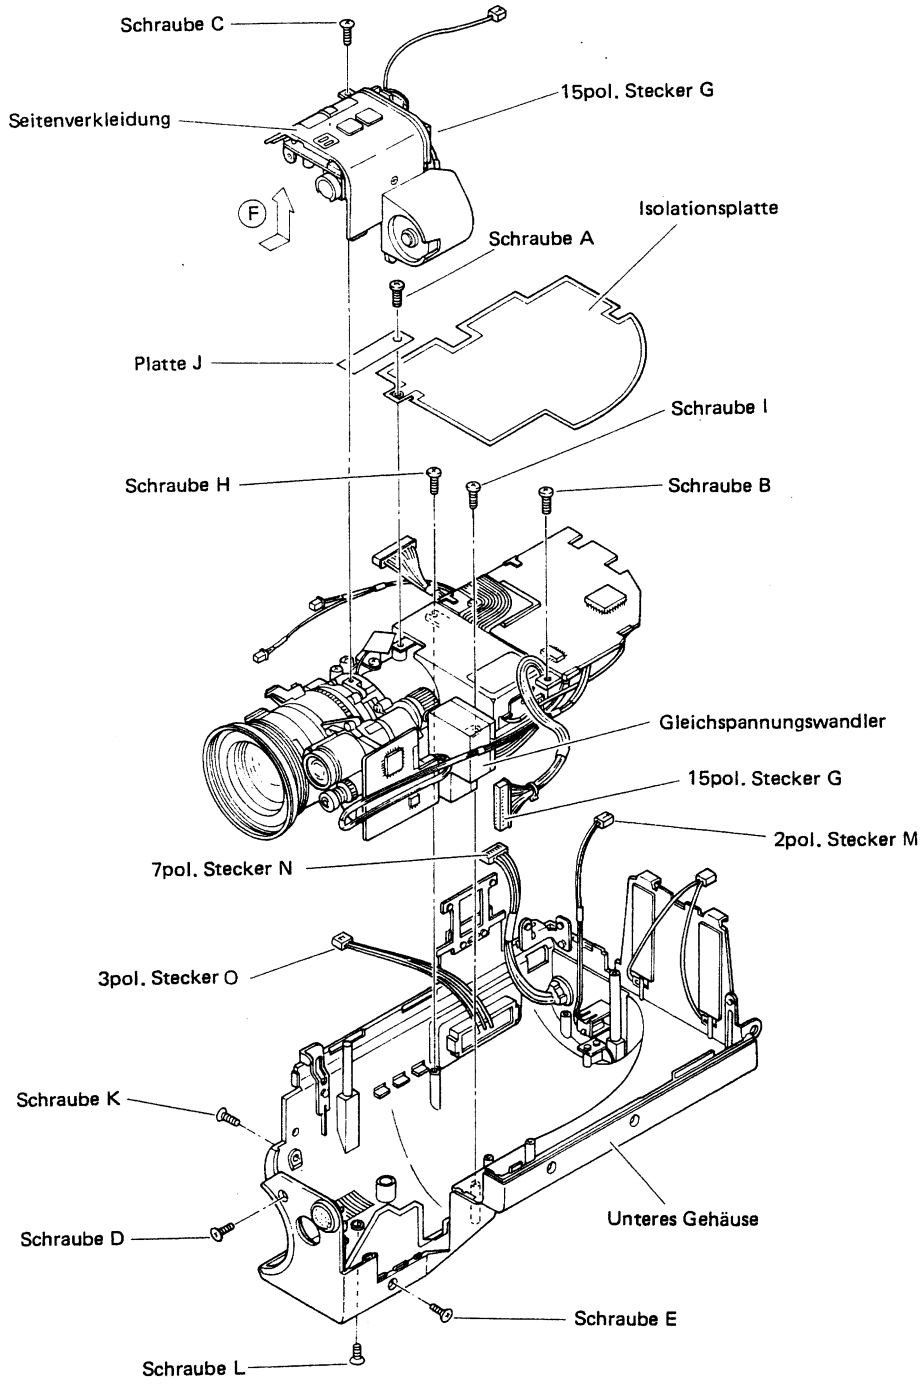

Abb. 1-1-4
1. Unter Bezugnahme auf Abb. 1-1-4 die Schrauben A und B entfernen und die Isolationsplatte entnehmen.